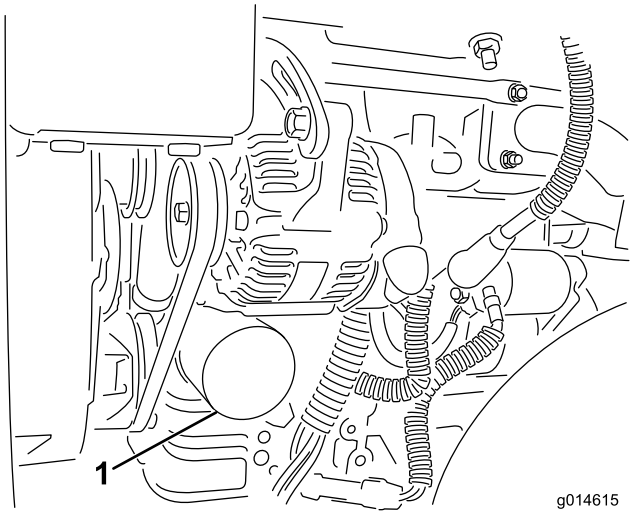

Figur 43
2. Ta av oljefilteret (Figur 43). Stryk et tynt lag med ren olje på den nye filterpakningen.